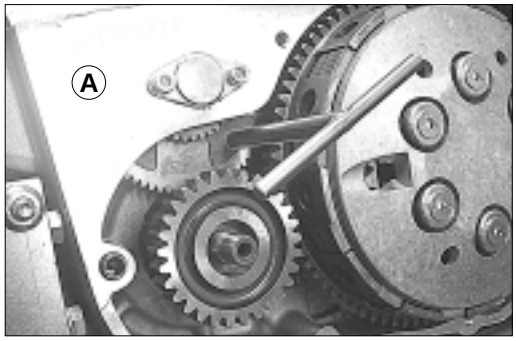

Fig.58
1. Con l'ausilio dell'apposita chiave A, allineare i denti di registro con quelli di trascinamento del primo ingranaggio di distribuzione e montarlo (Fig. 58). Ripetere l'operazione anche per il secondo ingranaggio di distribuzione B (Fig. 58).
1. Use the special wrench A to align the adjusting teeth with the driving teeth of the first timing gear and fit it (Fig. 58).
Repeat the operation for the second timing gear B (Fig. 58).
1. Mit Hilfe des entsprechenden Schlüssels A die Einstellzähne mit den Zugzähnen des ersten Verteilergetriebes ausrichten und dieses einbauen (Abb. 58).
Den Vorgang für das zweite Verteilergetriebe B wiederholen (Abb. 58).
1. A l'aide de la clé A spécialement prévue à cet effet, aligner les dents de réglage sur celles d'entraînement du premier engrenage de distribution et monter celui-ci (Fig. 58).
Répéter l'opération sur le deuxième engrenage de distribution B (Fig. 58).